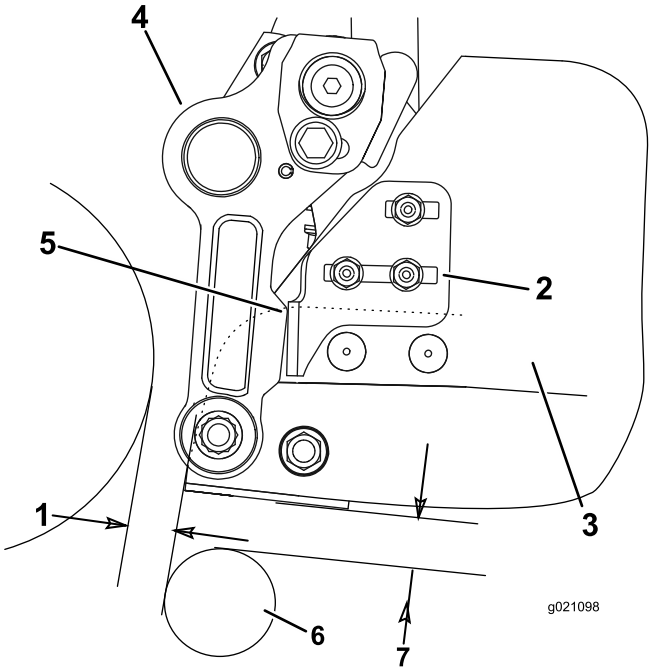

Figure 10
- De chaque côté du bac, desserrez les écrous des boulons de carrosserie qui fixent les supports de butée au bac (Figure 10).
- Positionnez le bac parallèlement au plateau de coupe, avec un espace d'au moins 6 mm entre le rebord du bac et le cylindre (Figure 10).